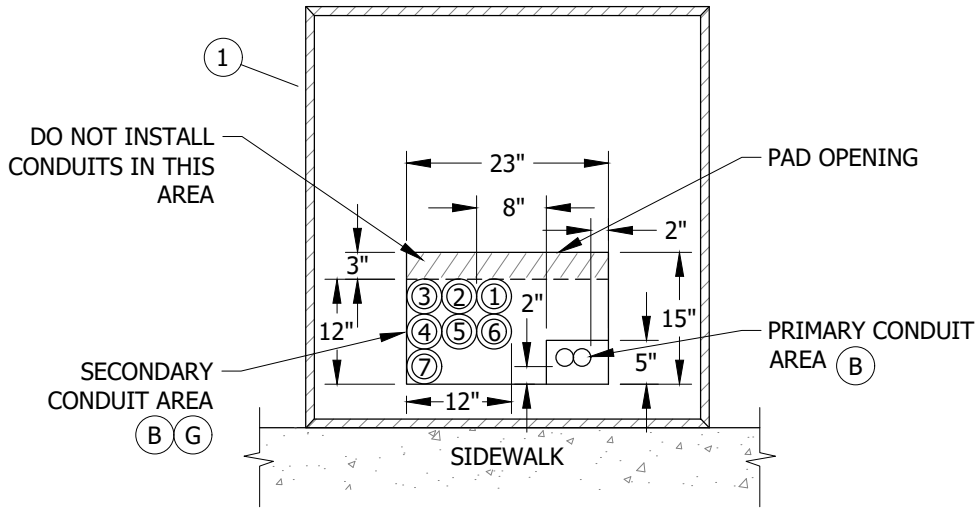

FIGURE 4
(B) PLACE ALL PRIMARY AND SECONDARY CONDUITS WITHIN THE PAD OPENING AS SHOWN IN FIGURES 4 & 5. DO NOT CUT INTO THE CURVED PORTION ON THE ELBOWS. RADIUS OF CURVATURE IS 36-INCH MINIMUM FOR 3-INCH AND 4-INCH CONDUITS. PLACE ALL CONDUIT WITH 3/0 OR LARGER CABLE TOWARDS THE REAR OF THE 12-INCH SECONDARY AREA.(C)